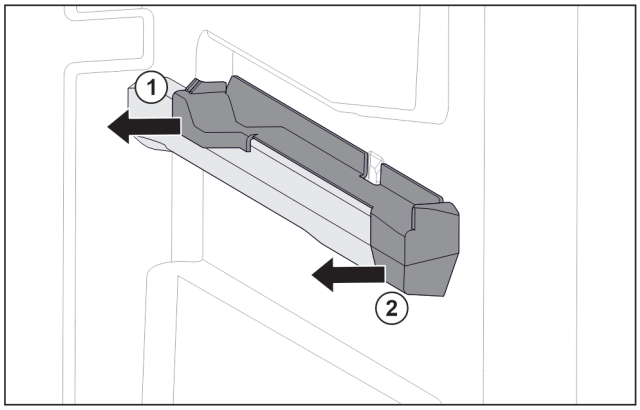

Fig. 18 Élément emboîtable sur la nervure de récipient droite
- ▶ Le retirer sur le côté par l'arrière. *Fig. 18 (1)*
- ▶ Le retirer sur le côté par l'avant. *Fig. 18 (2)*